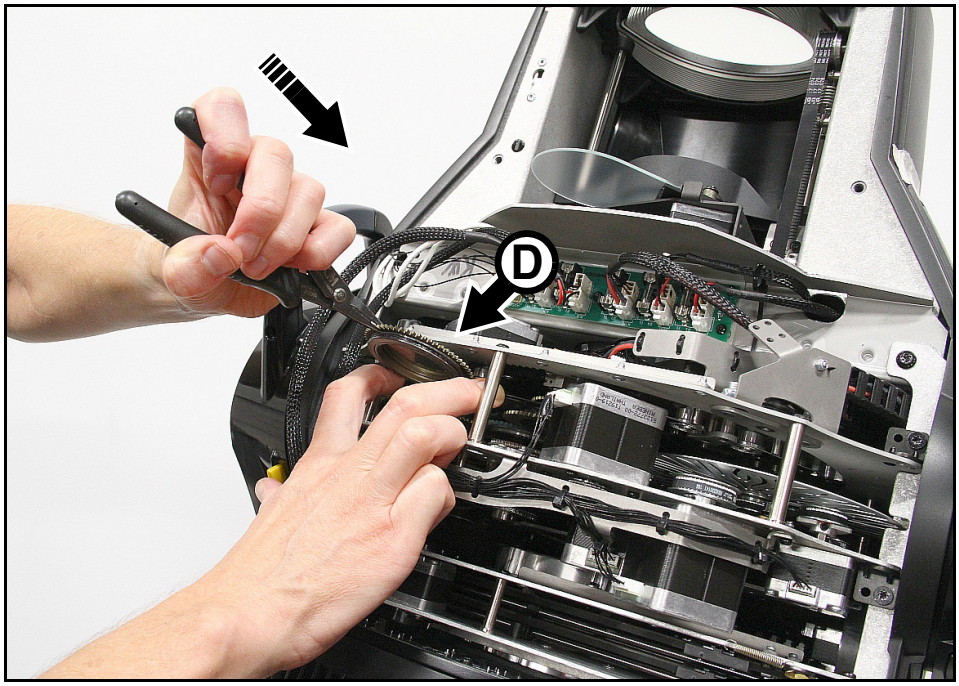

**Figure 17 : Remontage d’un porte-gobo**
6. Voir Figure 17. Alignez votre point de référence sur le porte gobo avec votre point de référence sur le module. Avec deux doigts comme indiqué en **D**, inclinez légèrement la platine métallique de la roue pour ménager un passage pour le porte-gobo jusqu'au clip de la roue. En maintenant le porte-gobo avec une paire de pinces plates, insérez le porte-gobo dans le clip de la roue de gobos.